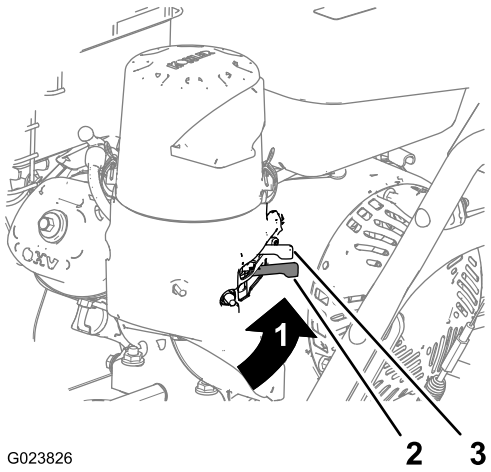

Figur 9
Flyt brændstofafbryderventilen, som er placeret under chokeren, til højre for at åbne for brændstoftilførslen (Figur 9).
motor – lad chokeren være i positionen OFF (Fra) (Figur 9).
5. Lad motoren varme op i nogle minutter, og flyt derefter chokeren til positionen OFF (Fra) (Figur 9).
5. Brug brændstofafbryderventilen for at afbryde brændstoftilførslen, når du ikke skal bruge maskinen i et par dage, parkerer maskinen i en bygning eller transporterer maskinen til og fra arbejdsstedet (Figur 9).